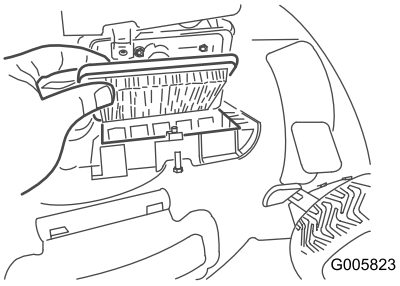

Bild 28
2. Tauschen Sie den Luftfilter aus (Bild 28).